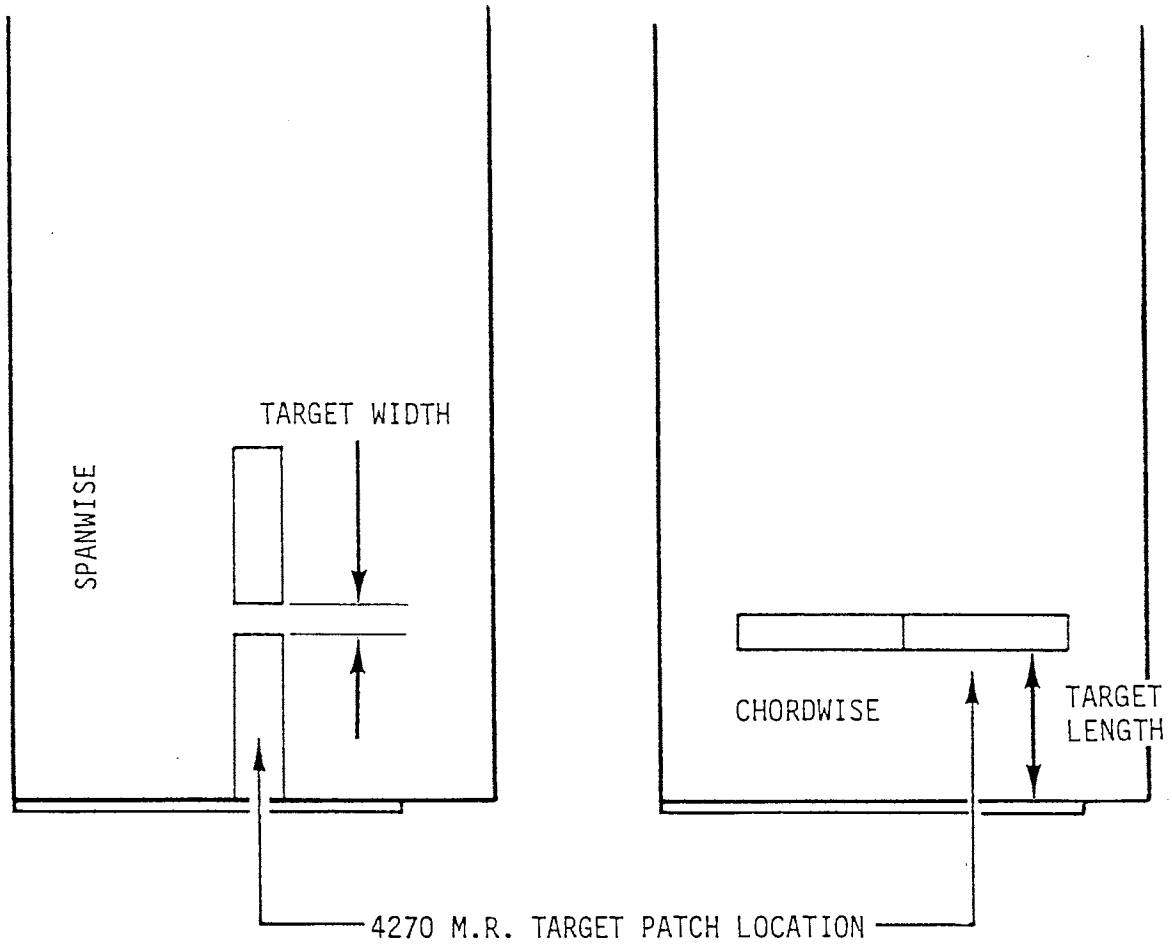

FIGURE 10-9 MAIN ROTOR TARGET PATCH LOCATION
g) Apply the 4270 target tapes to the main rotor blades per Figure 10-9.